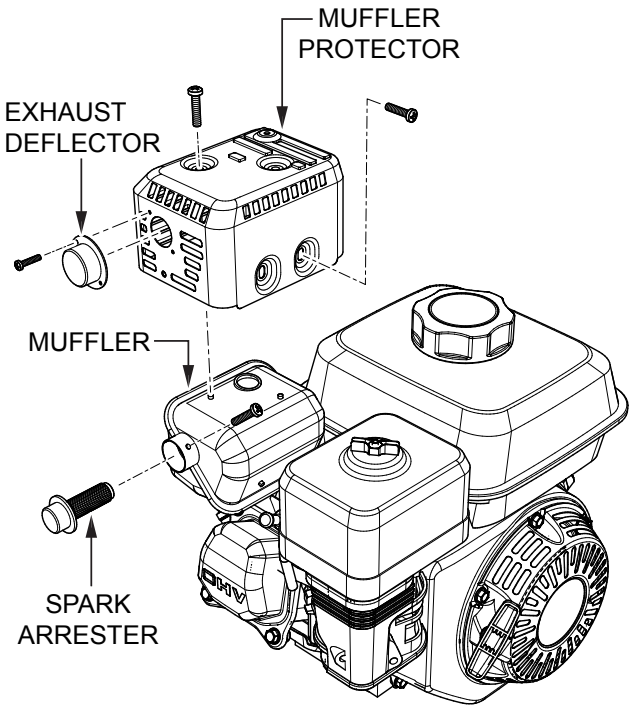

Figure 60. Spark Arrester Removal
1. Remove the screws that secure the exhaust deflector to the muffler protector, then remove the exhaust deflector (Figure 60).
2. Remove the screws that secure the muffler protector to the muffler, then remove the muffler protector (Figure 60).
3. Remove the screw securing the spark arrester to the muffler, then remove the spark arrester (Figure 60).